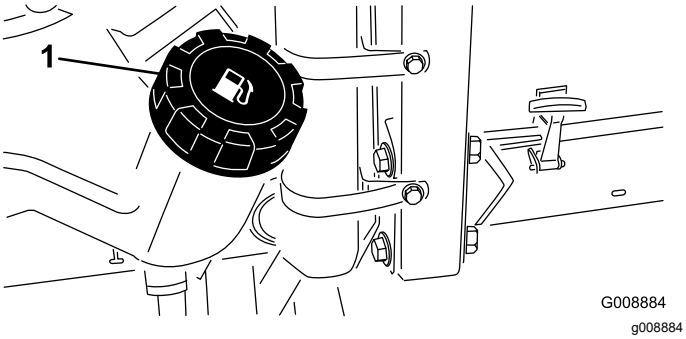

**Figure 29**
2. Nettoyez la surface autour du bouchon du réservoir de carburant (Figure 29).